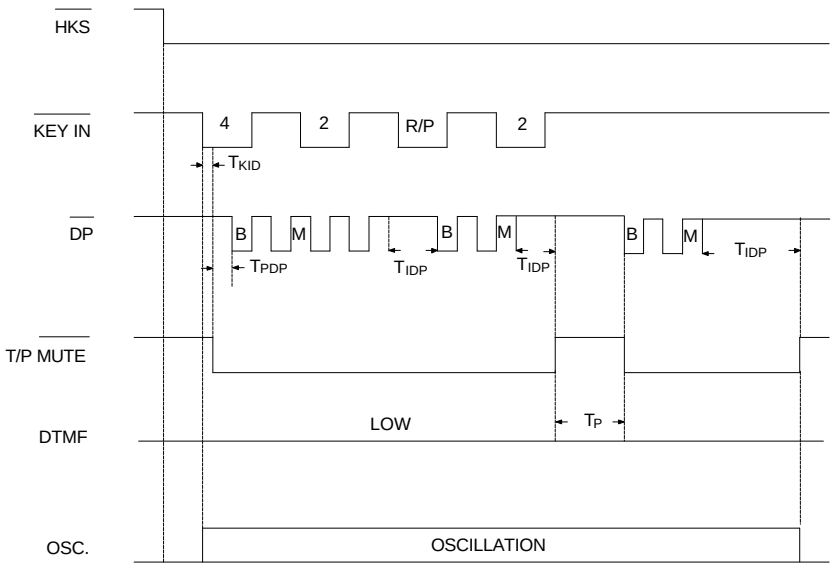

Figure 3. Pause Function Timing Dragram
3. The pause function timing diagram is shown in Figure 3.